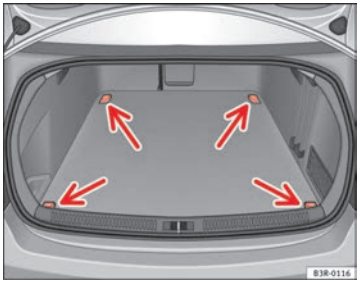

Fig. 116 Location of fastening rings in luggage compartment
– Use the fastening rings to secure the load ⇒ fig. 116 -arrows-.